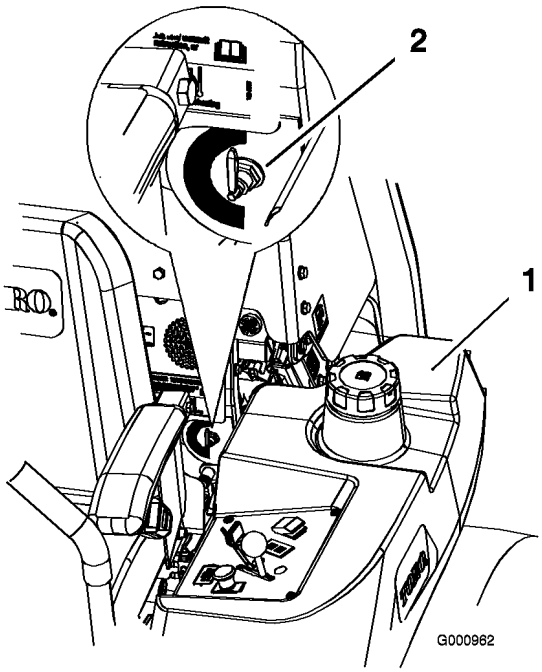

Figur 5
Enheten har to drivstofftanker. Én av tankene er på venstre side og den andre på den høyre siden. Hver tank er koblet til drivstoffvelgerventilen. Derfra fører en felles drivstoffslange til motoren (Figur 5).
For å bruke drivstofftanken på den venstre siden må du dreie drivstoffvelgerventilen til stillingen for venstre side (LH). For å bruke drivstofftanken på den høyre siden må du dreie drivstoffvelgerventilen til stillingen for høyre side (RH) (Figur 5).